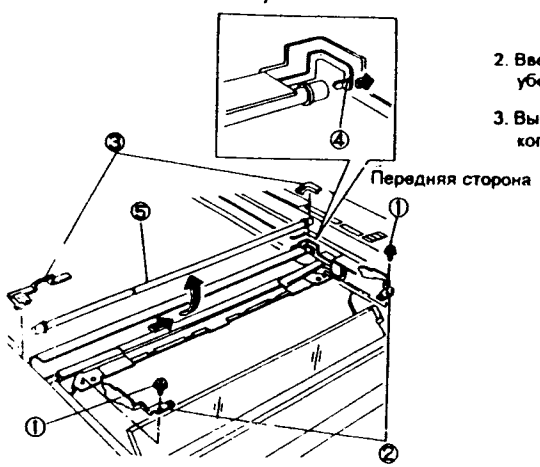

Рис. 1 NZM-0071
4. (Рис. 1): Аккуратно передвиньте каретку полного хода к вырезу в каркасе и снимите лампу.
- ①. Отверните винт.
- ②. Снимите передний и задний рефлекторы.
- ③. Снимите крышку.
- ④. Нажмите пальцами на переднюю контактную пластину.
- ⑤. Снимите лампу.